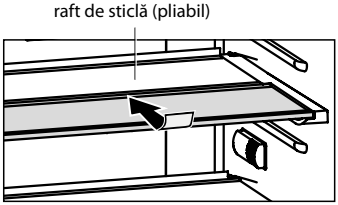

Figura 15
6.1.1 Dacă este necesar să plasați vase înalte în rezervorul de stocare, este necesar să trageți ușor spre sine partea din față a raftului de sticlă (pliabil) și să o ridicați, apoi glisați-o sub partea din spate, în conformitate cu figura 15.